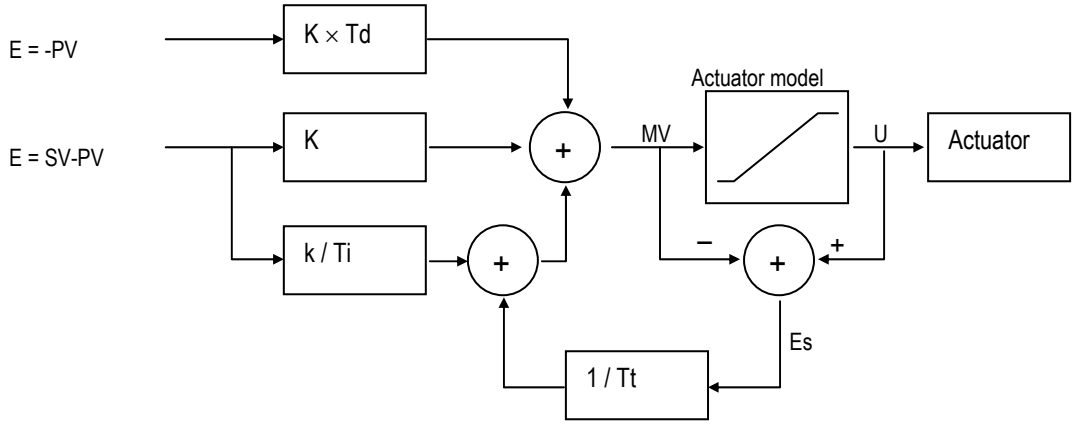
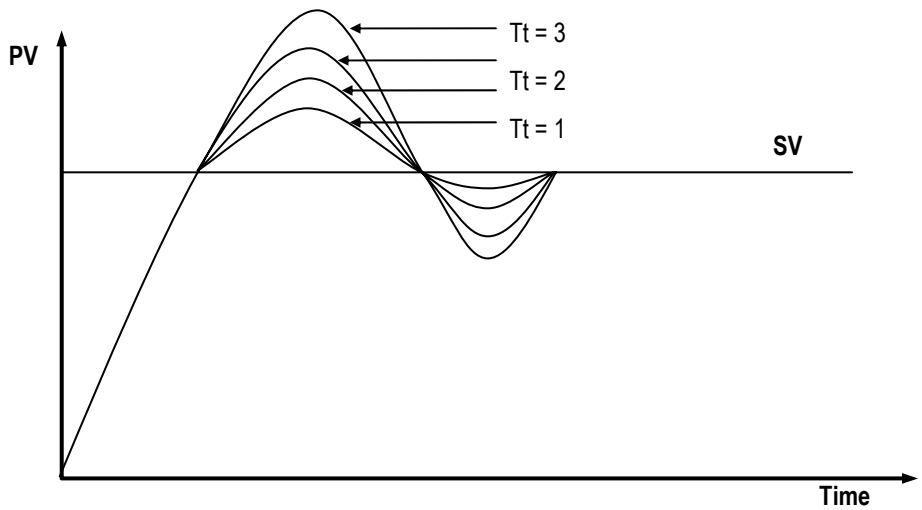

Fig. 2-13 The block diagram of anti-windup control system
Fig. 2-14 The PV output characteristics with different Tt values.
There are several methods to avoid the windup of actuator. The most popular two methods are adding another feedback system to actuator, and using the model of actuator. The Fig. 2-13 shows the block diagram of the anti-windup control system using the actuator model.
As shown in the Fig. 2-13, the anti-windup system feedback the multiplication of gain (1/Tt) and Es to the input of integral term. The Es is obtained as the difference value between actuator output (U) and manipulation value of PID controller (MV). The Tt of the feedback gain is tracking time constant, and it is in inverse proportion with the resetting speed of integral term. Smaller Tt will cancel the windup of actuator faster, but too small Tt can cause anti-windup operation in derivative operation. The Fig. 2-14 shows several Tt value and PV in the PI control system.